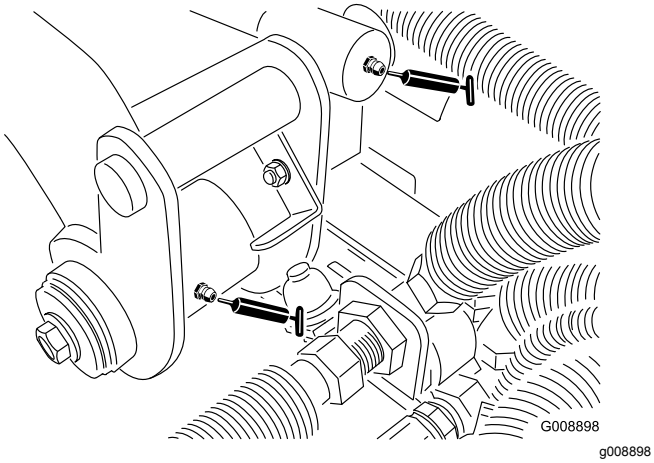

Figur 38
- 2 bakre lyftarmstappar och lyftcylinder (Figur 38)